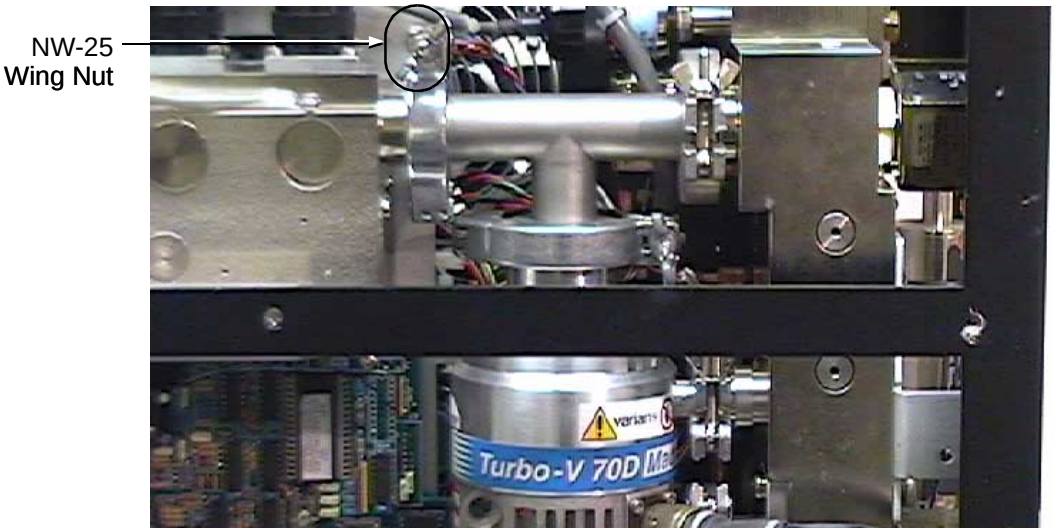

Figure 8-4 NW-25 Quick Clamp on Turbo-to-Spec Tube Manifold
3. Remove the NW-25 quick clamp to disconnect the spectrometer tube from the turbo-to-spec tube manifold (Figure 8-4).